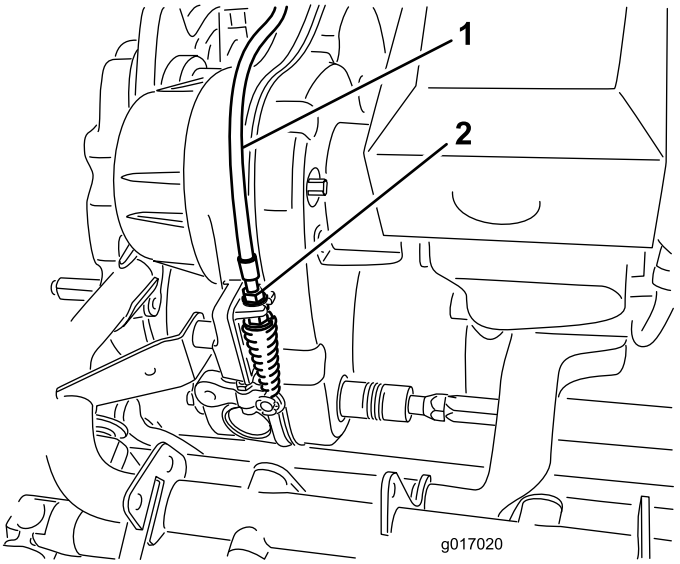

Figuur 47
2. Stel bij het schot van de transmissie de kabel voor de messenkooibediening af (Figuur 47) om een veerlengte van 70,6 tot 72,4 mm te verkrijgen.